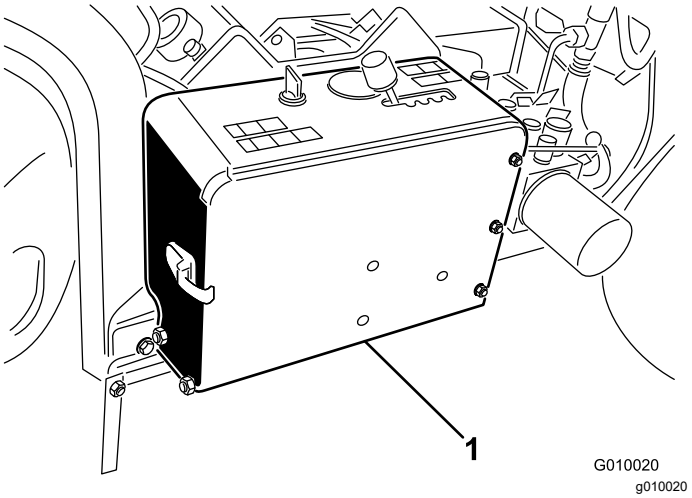

Figure 51
1. Unlatch and open the battery compartment cover (Figure 51).